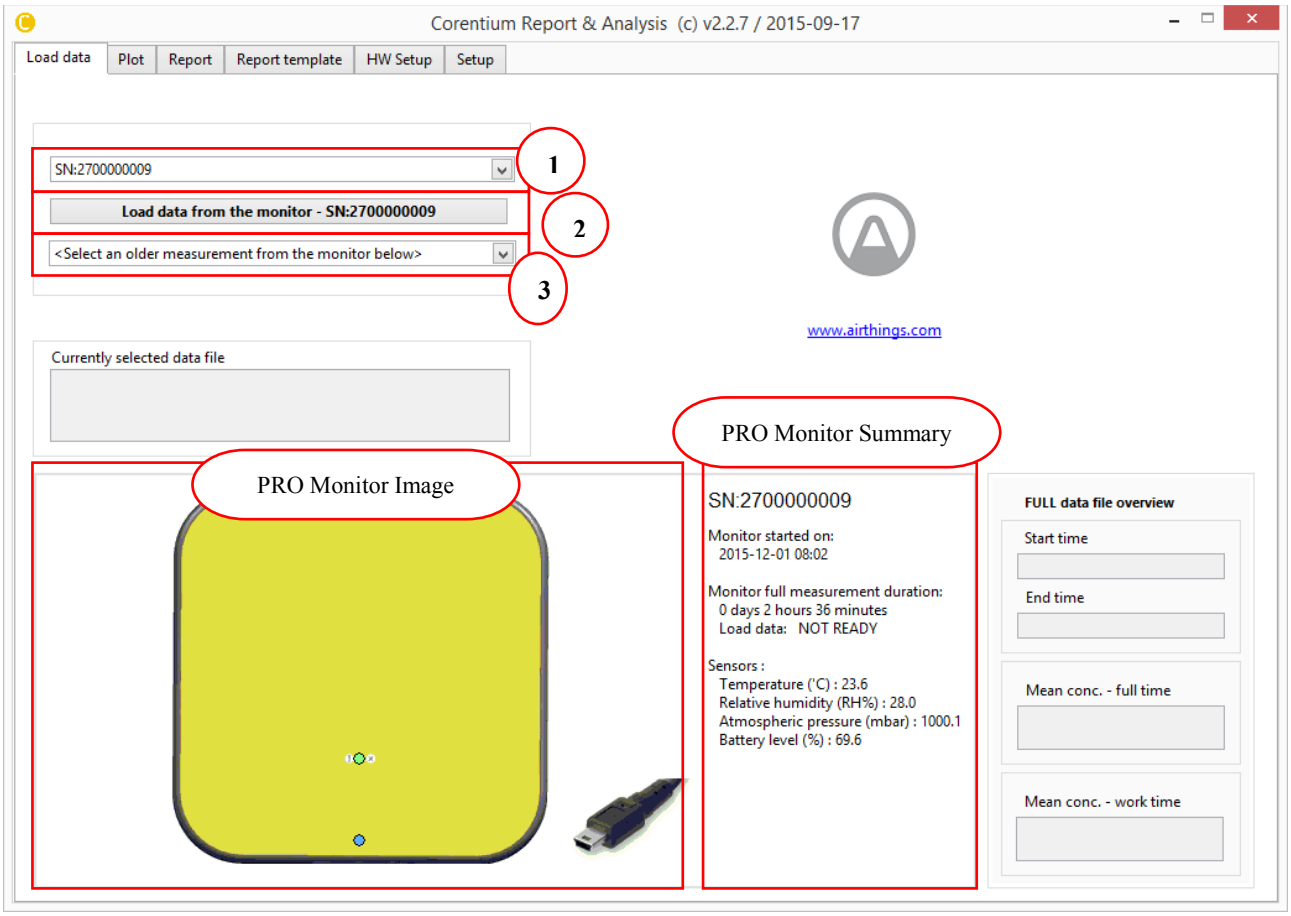

Figure 4-3: Load Tab window changes
b. Once the connection is established successfully, one can notice the following changes as illustrated in Table 4-1 and displayed in Figure 4-3.
Refer Figure 4-3 for the circled numbers
The procedure to open files during the above-mentioned states is described in-Table 4-3. The encircled numbers are indicated in Figure 4-3.